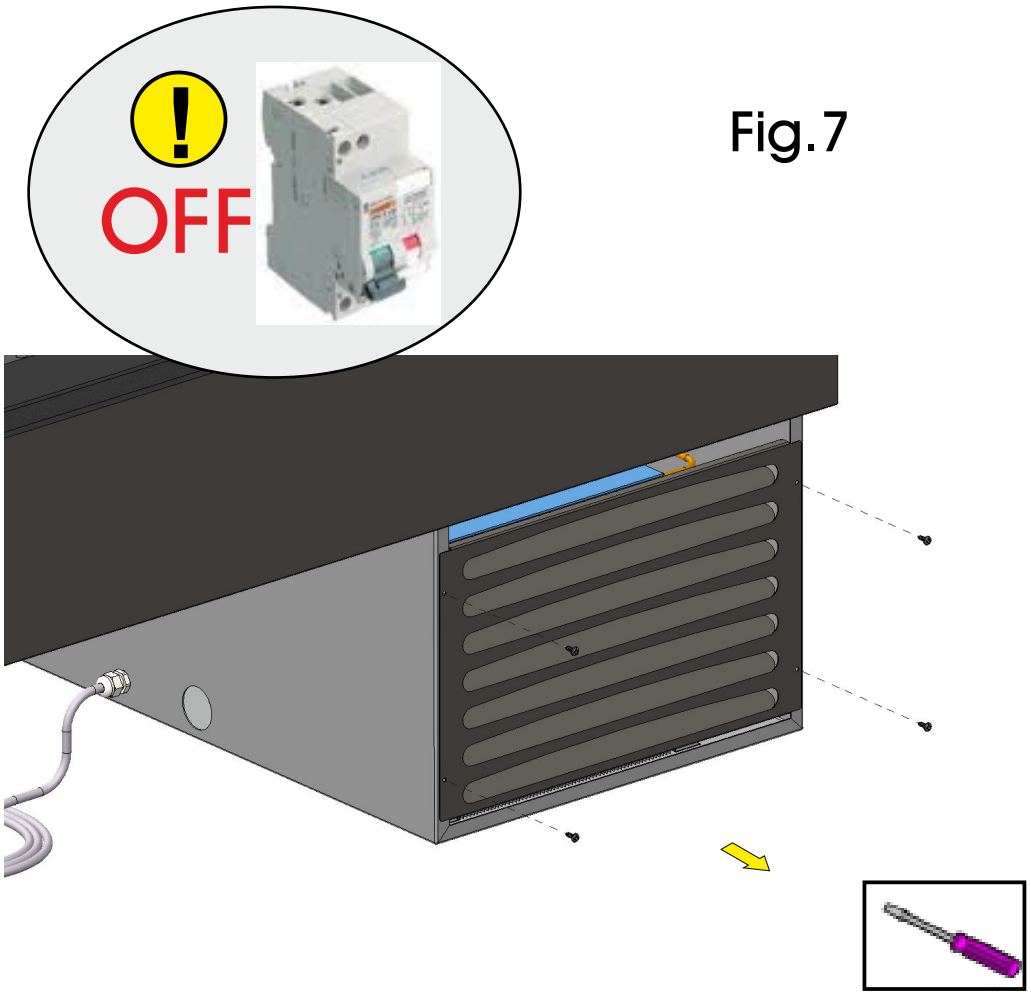
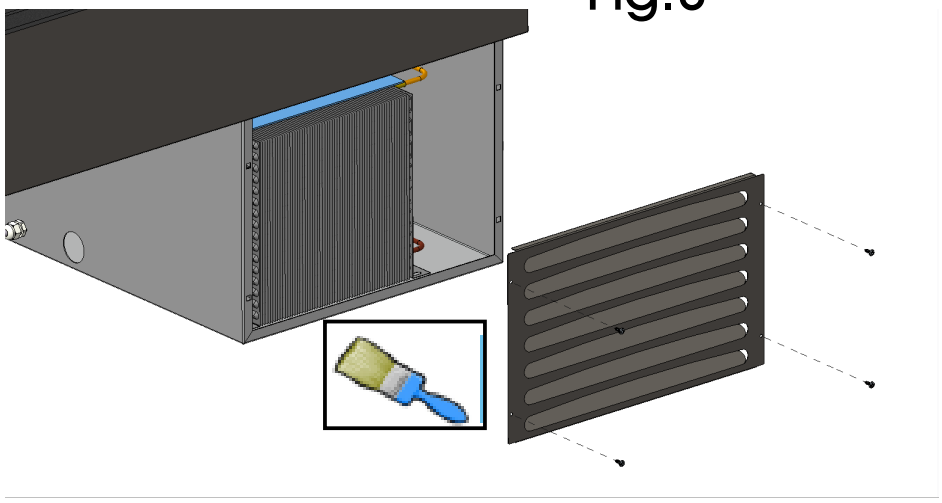

Fig.7
Fig.8
1.Togliere l'alimentazione elettrica agendo sull'interruttore a protezione della presa (se esiste) e sfilare la spina. **2**.Togliere le viti di fissaggio della griglia anteriore sfilando la griglia stessa (Fig.7). **3**.Con un pennello eliminare lo strato di pulviscolo dalle alette del condensatore (Fig.8). **4**. Con l'aspirapolvere togliere la polvere residua. **5**. Rimontare la griglia e ripristinare l'alimentazione elettrica.
1. Schalten Sie den Strom ab, indem Sie den Schutzschalter der Steckdose betätigen und dann den Stecker aus eben der Steckdose ziehen. **2**. Entfernen Sie das Schutzgitter des Kondensators, das sich auf der Rückseite der Maschine befindet (siehe Abb. 7). **3**. Mit einem Pinsel den Staub von den Lamellen des Kondensators entfernen (siehe Abb. 8). **4**. Mit einem Staubsauger den restlichen Staub beseitigen. **5.** Alles in umgekehrter Reihenfolge wieder zusammensetzen.
1. Sluit de elektriciteit af door op de veiligheidsschakelaar van het stopcontact te drukken en vervolgens de stekker uit het stopcontact te halen. **2**. Neem het beschermrooster van de koelinstallatie weg, dat zich aan de achterkant van de machine bevindt (zie Fig. 7). **3**. Verwijder met een kwastje het stoflaagje op de koelribben van de koelinstallatie (zie Fig. 8). **4**. Zuig het overige stof tussen de ribben met een stofzuiger weg. **5.** Breng alles in de oorspronkelijke staat terug door in omgekeerde volgorde te handelen
1. Desligue a alimentação eléctrica, mediante o interruptor de protecção da tomada e extraindo depois a ficha da própria tomada. **2**. Tire a grelha de protecção do condensador situada na parte traseira da máquina (ver a Fig. 7). **3**. Com um pincel elimine a camada de poeira das aletas do condensador (ver a Fig. 8). **4**. Com o aspirador de pó, elimine os resíduos de pó. **5.** Volte a montar o conjunto procedendo na ordem inversa.
1. Bryt strömförsörjningen genom att stänga av strömbrytaren och dra ut stickproppen ur vägguttaget. **2**. Ta bort skyddsgallret från kondensorn som är placerad bak på maskinen (se fig. 7). **3**. Avlägsna dammlagret från kondensorflänsarna med pensel (se fig. 8). **4**. Avlägsna damm som har samlats mellan flänsarna med en dammsugare. **5.** Montera alltihop genom att göra på samma sätt som vid demonteringen, men i omvänd ordning.
1. Frakobl strømmen ved hjælp af stikkontaktens beskyttelsesafbryder. Træk herefter stikket ud af stikkontakten. **2.** Fjern beskyttelsesristen fra kondensatoren, der er anbragt bag på apparatet (Jvf. Fig. 7). **3**. Fjern støvlaget fra kondensatorens vinger med en børste (Jvf. Fig. 8). **4.** Fjern det overskydende støv mellem vingerne ved hjælp af en støvsuger. **5**. Montér delene ved at udføre ovennævnte indgreb i omvendt rækkefølge.
1. Schakel de elektrische voeding uit middels de hoofdschakelaar ter bescherming van het stopcontact en haal de stekker uit het stopcontact zelf. **2.** De beschermingsrooster van de koelinstallatie wegnemen die zich in het achterste gedeelte van de machine bevindt (zie Fig. 7). **3.** Verwijder met een kwastje het stoflaagje op de ribben van de koelinstallatie (zie Fig. 8). **4**. Verwijder met een stofzuiger het overige stof tussen de ribben. **5.** Alles herstellen door in omgekeerde volgorde te werk te gaan.
1. Odciąć dopływ prądu, wyłączając włącznik i wyciągając wtyczkę z gniazdka. **2.** Zdjąć kratę ochronną kondensatora znajdującą się z tyłu urządzenia (patrz rys.7). **3**. Przy pomocy pędzelka wyeliminować wastwę kurzu z łopatek kondensatora (patrz rys. 8). **4**. Odkurzaczem wciągnąć pozostały kurz.